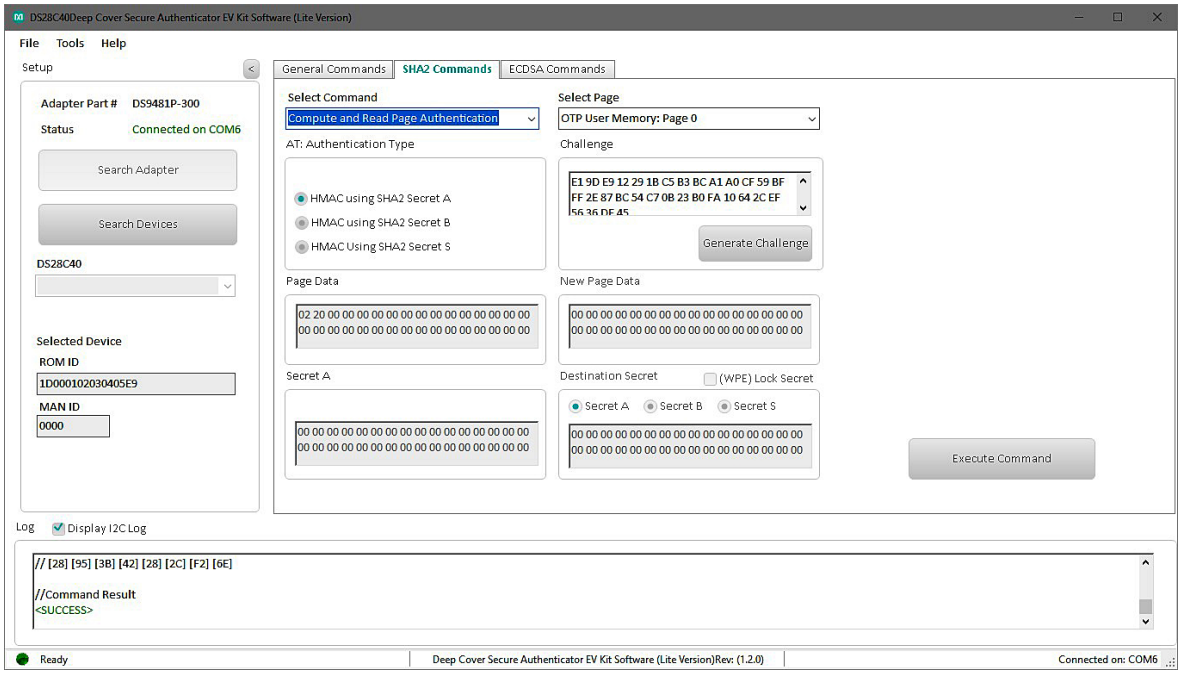

Figure 19. Selecting SHA2 Command
5) Select the **Compute and Read Page Authentication** command from the **Select Command** drop-down menu selection (Figure 19).